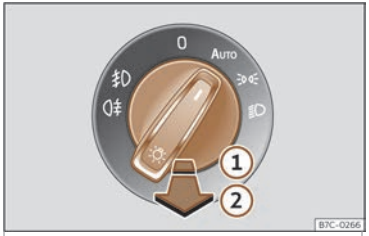

Fig. 88 Taboleiro de instrumentos:mando das luces.
- **Acender os faros antinéboa** ≢D: puxe do conmutador das luces ata o primeiro encaste>>> **fig. 88** ①, dende as posicións ≋, ≡D ou ben **AUTO**.
- **Acender luz traseira antinéboa** D≢: puxe do conmutador das luces por completo ② dende a posición ≋, ≡D ou ben **AUTO**.